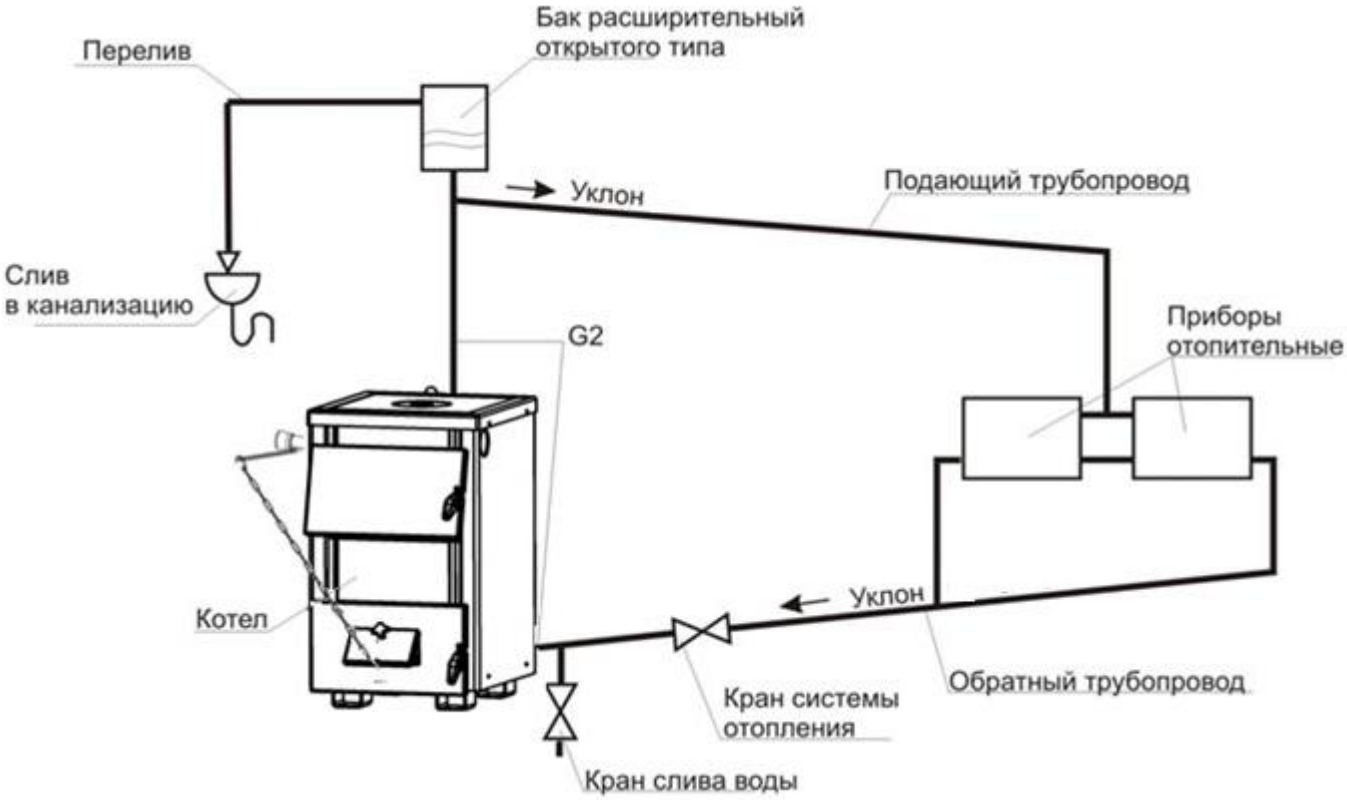

Рис.4 Схема открытой системы водяного отопления
5.4. Для лучшей циркуляции воды в отопительной системе рекомендуется устанавливать котёл как можно ниже относительно радиаторов отопления (см. рис.4; 5).
5.10. Рекомендуемая схема подсоединения котла к отопительной системе приведена на Рис.4; 5. Стояки устанавливать вертикально. Горизонтальные трубопроводы прокладывать с уклоном по направлению движения воды (сверху вниз). Величина уклона должна быть не менее 10 мм на одном погонном метре разводящей или сборной магистрали. Уклоны ответвлений к нагревательным приборам – не менее 10 мм на всю длину проводки.
5.12. Расширительный бак открытого типа (рис.4) устанавливается в наивысшей точке системы. Он должен иметь **постоянно открытое заливное отверстие в верхней части** и переливную линию на верхней боковой поверхности, для слива излишней воды из системы в канализацию.
5.14. Для полного слива воды из системы в самой нижней ее точке установить кран слива воды (рис.4; 5), возможна замена на резьбовую пробку.
5.15. Перед началом эксплуатации система заполняется водой из водопровода через кран слива воды (рис.4; 5) снизу вверх, до начала перелива из расширительного бачка. Доливать воду в систему возможно через воронку расширительного бака.
6.10. При эксплуатации котла уровень воды в расширительном бачке (рис.4) не должен опускаться ниже ¼ его высоты. Для этого необходимо периодически пополнять систему водой. Если уровень воды занижен, прекращается циркуляция воды в системе. В этом случае необходимо:
6.11. Во время эксплуатации температура горячей воды в котле должна поддерживаться не выше 90°С. В случае, если в зимнее время требуется прекратить отопление на срок свыше суток, необходимо полностью удалить воду из системы через кран слива воды (рис.4; 5) во избежание размораживания системы.